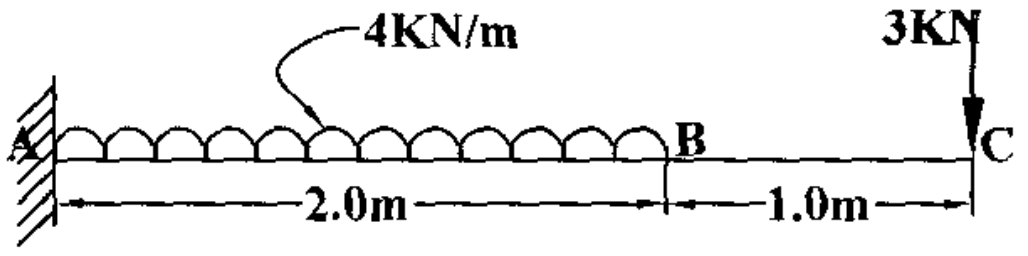

FIG.NO.3
Q.3 (a) Draw S.F. and B.M. diagram for the beam subjected to loads as shown in fig No.3. **06**